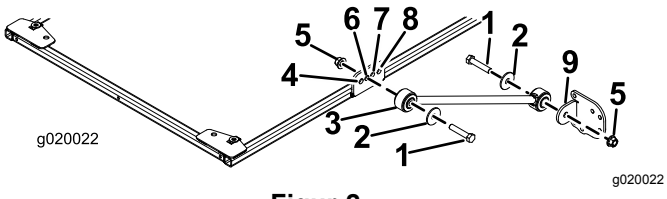

Figur 2
2. Monter en avstiver løst til andre hull i avstiverbraketten på hver side av solskjermrammen med en bolt (1/2 x 2 1/2 tomme), skive (1/2 tomme) og flensmutter (1/2 tomme), som vist i Figur 2.
3. Monter en avstiverbrakett løst til hver avstiver med en bolt (1/2 x 2 1/2 tomme), skive (1/2 tomme) og flensmutter (1/2 tomme), som vist i Figur 2.